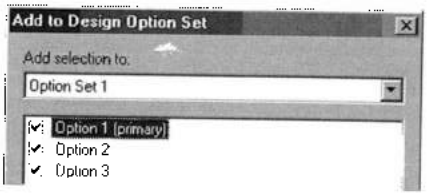

Рис. 27.4. *Добавление элемента в варианты конструкций*
2. Перейти на ленту **Manage** и в разделе **Design Options** кнопкой **Add to Set** (Добавить к набору) открыть бокс **Add to Design Option Set** (Добавить к набору вариантов конструкций) (рис. 27.4). Кнопка **Add to Set** доступна, если организован хотя бы один набор вариантов.